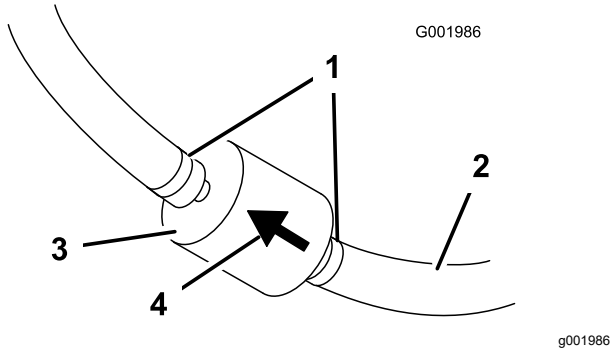

Figuur 47
5. Druk de uiteinden van de slangklemmen naar elkaar toe en schuif ze weg van het filter (Figuur 47).